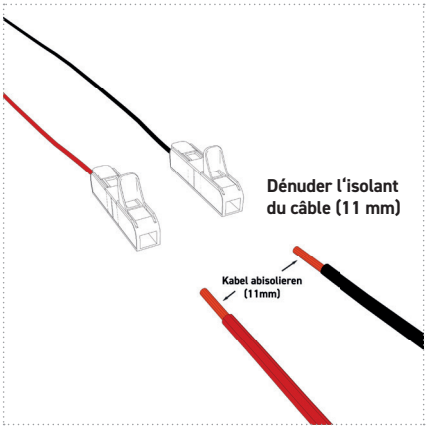

Figure 20
2. Isolez les câbles de raccordement côté bord de 11 mm (figure 20).
3. Raccordez selon les tableaux 17 +18 les 2 câbles (alimentation électrique et signal) de l'unité UV au moyen des bornes de connexion incluses dans le contenu de la livraison à l'alimentation électrique et à la pompe (figures 20+21).